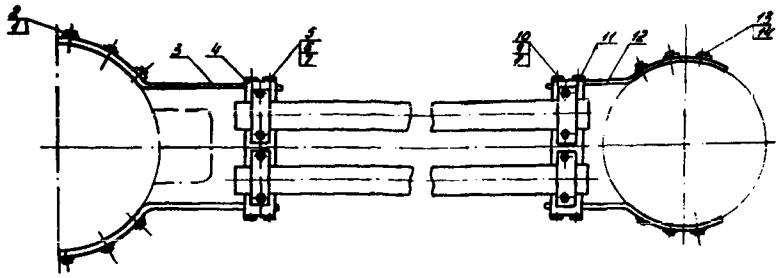

Рис.6. Крепление трубчатых шин:
04.7. Отвинтить гайки 9, снять хомут II, вывинтить болты I3 и снять шины I2 с нижнего фланца (рис.6).
04.II. Прочистить отверстия и зачистить контактные поверхности фланца 38 (см.рис.5), шин I2 и хомута II (см.рис.6).
04.26. Промыть шины I2 (см.рис.6) и хомут II и тщательно протереть. Смазать контактные поверхности шин и хомута тонким слоем смазки ГОИ-54п.
04.27. Установить шины I2 (см.рис.6) на нижний фланец 38 (см.рис.5), ввинтить болты I3 (см.рис.6), подложив стопорные планки I4.